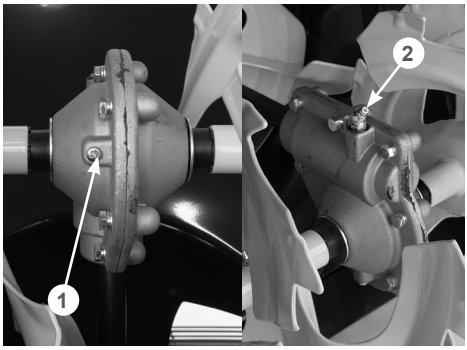

**Рис. 43 Добавление смазки в редуктор**
1. Очистите от загрязнений винт 1 в нижней части редуктора, пресс-маслёнку 2 и корпус редуктора вокруг них (Рис. 43).
3. Выкрутите винт 1 в нижней части редуктора и подложите под нижнее отверстие в редукторе кусок ветоши (Рис. 43).
4. Установите наконечник шприц-пресса на пресс-маслёнку 2 и начните заправлять смазку в редуктор (Рис. 43).